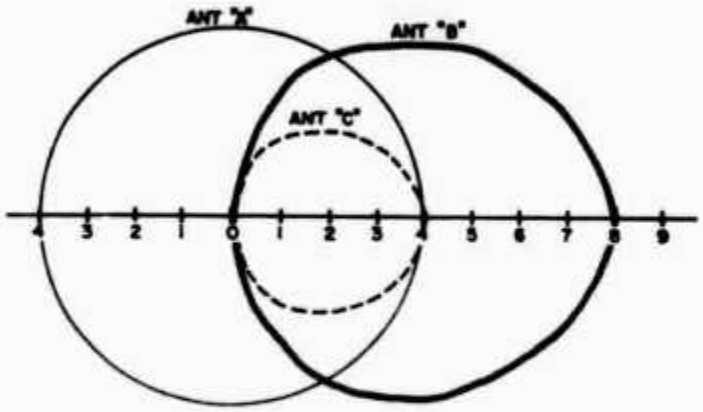

Fig. 3. Radiation patterns of three antennas, one isotropic.
An example should serve to make the above concepts clear. In **Fig. 3** we have the radiation patterns (in two dimensions) of three antennas—a 100% efficient isotropic antenna (antenna A), and two directive arrays, each with a directive gain of 4. One of the directive arrays, antenna
Power gain can also be thought of as the power density of the EM wave radiated by a directive antenna in its favored direction, divided by the power density radiated by a 100% efficient isotropic antenna in the same direction. In **Fig. 3** antenna B gives twice as much field strength in the desired direction than does the isotropic antenna. And since power density, from Equation (5), is proportional to field strength squared, it gives four times as much power density. Thus its power gain is 4. Antenna C, on the other hand, gives identically the same field strength, and therefore power density, as the isotropic, and thus its power gain is 1. From this it can be seen that power gain can be determined from an antenna's radiation pattern.